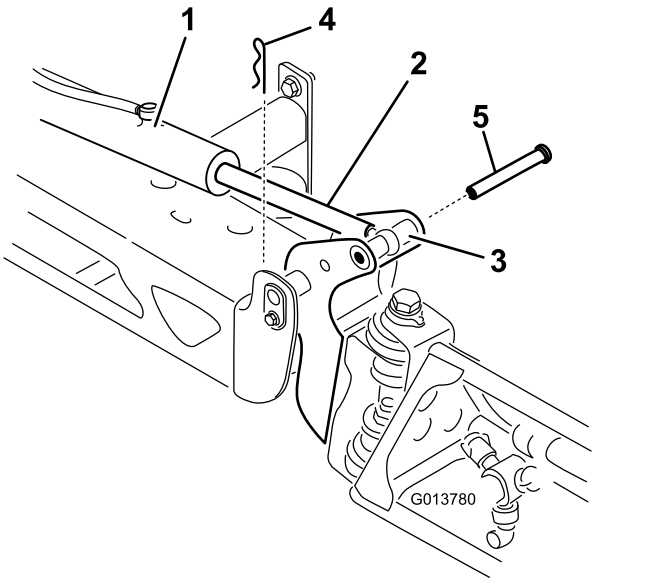

**Bild 118**
2. Nehmen Sie den Splint vom Lagerbolzen ab (Bild 118).
3. Heben Sie den Ausleger an und nehmen Sie den Stift ab (Bild 118), senken Sie den Ausleger dann langsam auf den Boden ab.
9. Halten Sie den Ausleger fest und stecken Sie den Stift durch beide Auslegerscharniere und dem Stangenende (Bild 118).